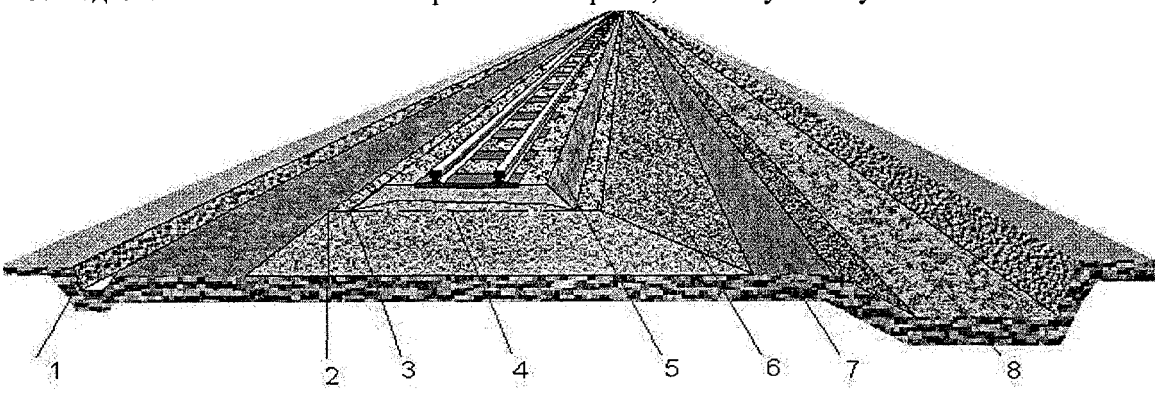

Рис. 1 Поперечный профиль земляного полотна
2. По исходным данным (рис. 1,2,3) вычертить в рабочей тетради схему поперечного профиля земляного полотна, основной площадки земляного полотна для однопутного и многопутного участка железнодорожного пути с основными размерами.